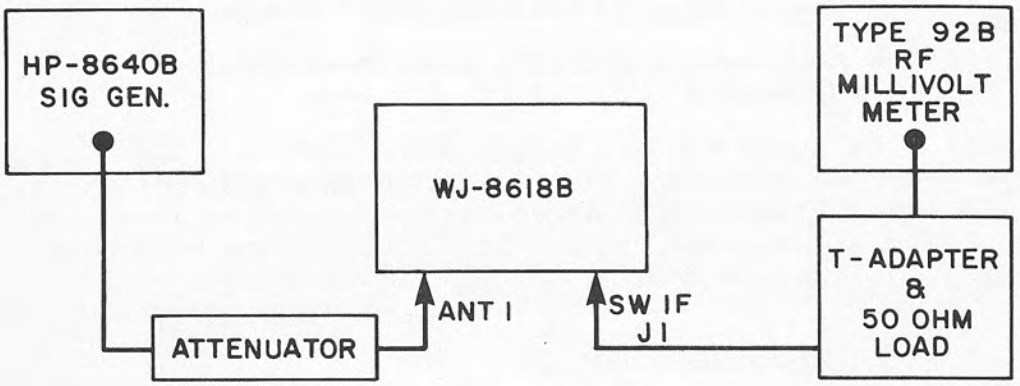

Figure 4-1. IF Amplifier Performance Test, Equipment Connections
1. Connect the test equipment as illustrated in **Figure 4-1.**